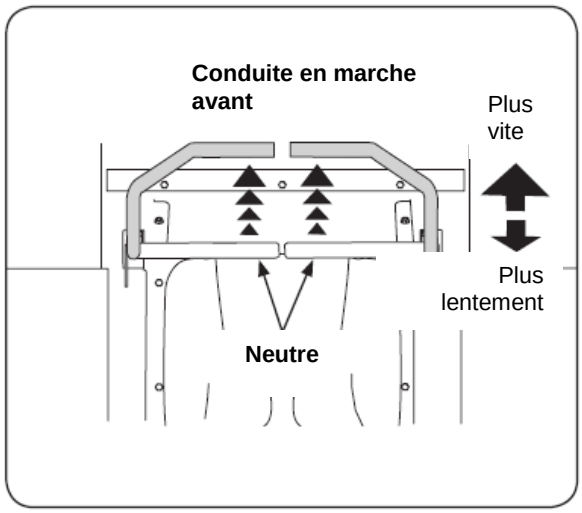

Figure 5-2
1. Avancez les deux leviers de commande lentement et en même temps. Le tracteur commencera à avancer lentement. Consultez la figure 5-2.